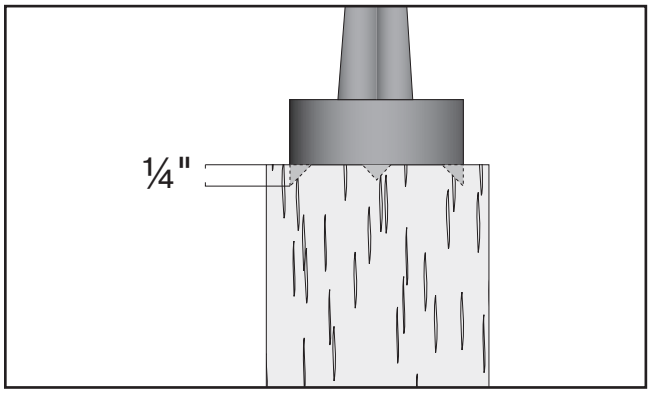

Figure 48. Spur center properly embedded.
6. Drive spur center into end center mark of workpiece with a wood mallet to embed it at least ¼" into workpiece, as shown in **Figure 48**.